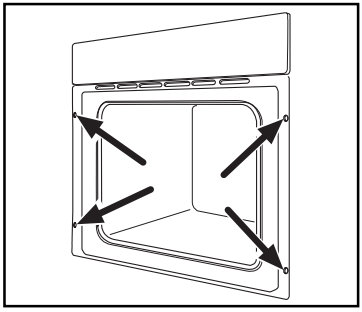

Fig. 16
- Ouvrir la porte du four et fixer le corps du four au meuble à l'aide de quatre vis à bois s'adaptant aux trous pratiqués à cet effet sur les montants latéraux (Fig. 16).